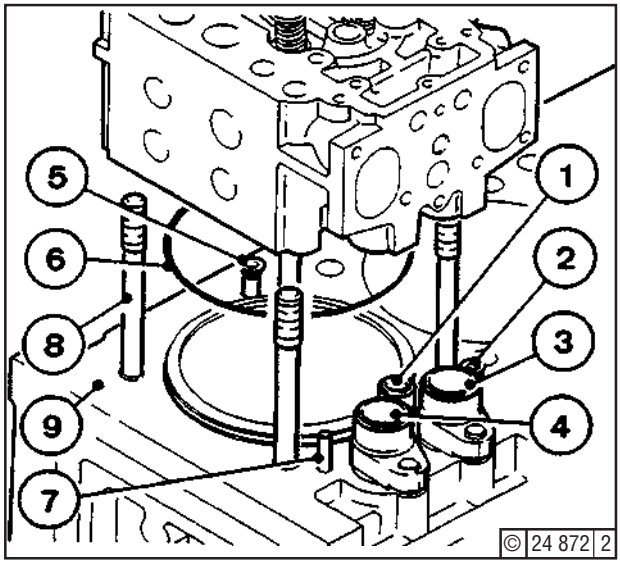

Fig. 1 Cylinder Head Refitment
☞ Watch for corrosion in the area of annular gap between waisted stud shank (8) - Fig. 1 - and crankcase upper part (9). In case slight corrosion, remove and clean waisted stud. In case of more distinct corrosion marks, renew waisted studs, see under "Note".
- Replace 0-seals (1) to (5) on the plug-in pieces (Fig. 1).
- Fit centering pin (7).
- Position cylinder head gasket (6) in place.